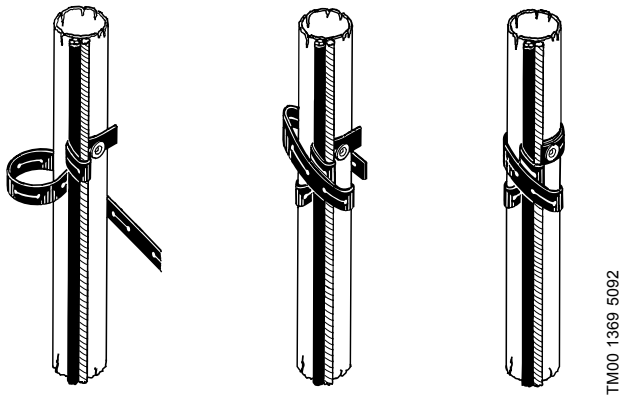

**Рис. 23** Крепление кабеля
3. Расположите трос вдоль погружного кабеля, как показано на рис. 23.